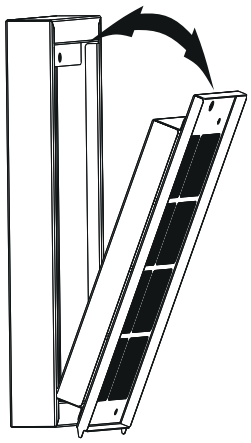

Abb. 20
3. Entfernen Sie den Aktivkohlefilter (Abb. 20).